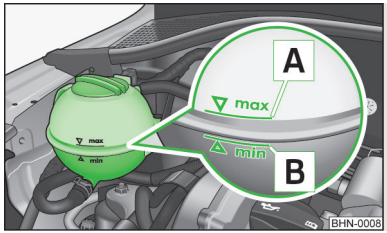

Fig. 100
When refilling, we only recommend you use the same antifreeze written on the antifreeze expansion tank » Fig. 100.
› Check the level of coolant in the coolant expansion bottle » Fig. 100. The coolant level when the engine is cold must lie between the B (MIN) and A (MAX) markings. The level may also rise slightly above the A (MAX) marking when the engine is warm.
- Place a cloth over the cap of the coolant expansion reservoir » Fig. 100 and unscrew the cap **carefully**.
Do not fill the coolant above the mark **A** (max.) » Fig. 100! Excess coolant heats up and then is forced out of the cooling system through the pressure relief valve in the cap.